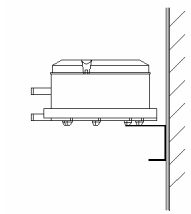

图 2
- 只有无凝结产生时才能水平安装。水平安装时，建议参照图 2，即封盖向上。此时，开关值约超出刻度指示值 20Pa。